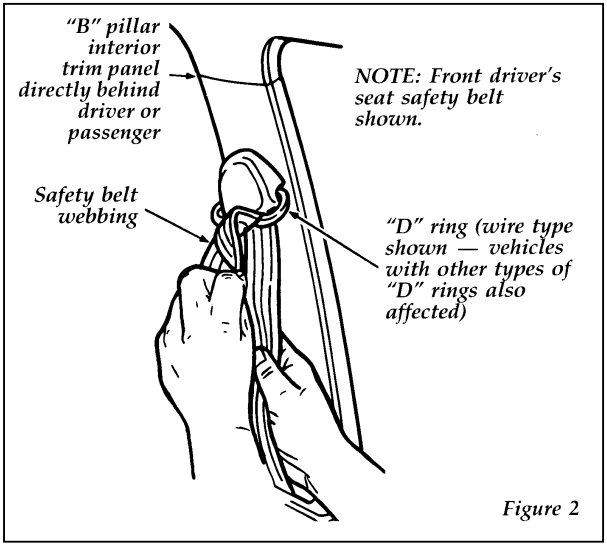

Figure 2
1. Grasp the belt webbing at the “D” ring. See Figure 2.